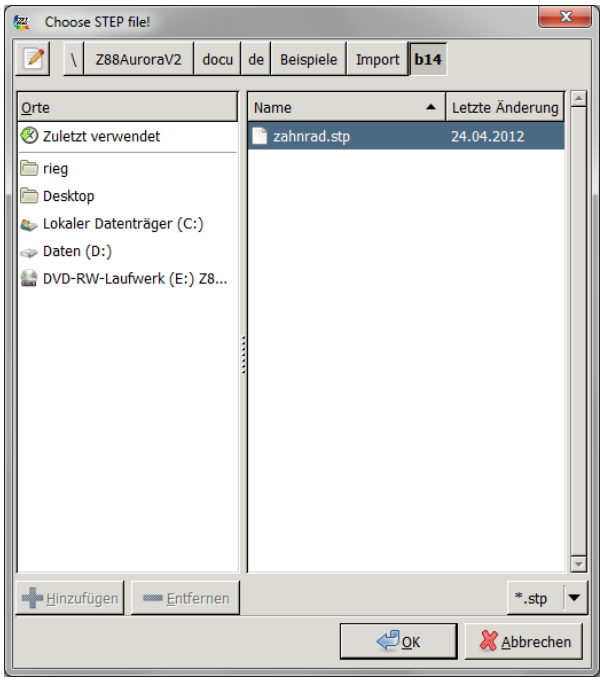

Figure 21: Importing STEP files
2. In Z88Aurora® select *File* > *Import* > *STEP data*. In the subsequent selection box you can only select STEP files. Therefore select the desired file (Figure 21).